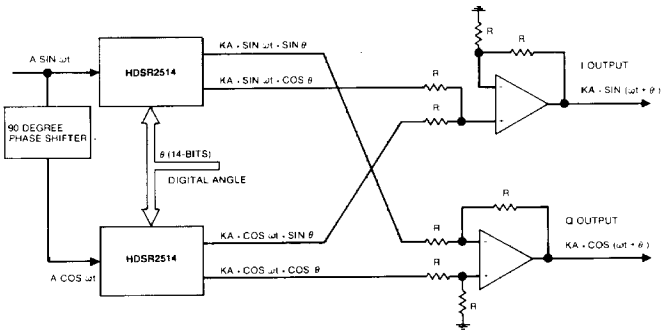

FIGURE 8 Precision Phase Shifter
Two HDSR2514s can be configured with external operational amplifiers to construct a precision digital phase shifter with in-phase (I) and quadrature (Q) outputs. Figure 8 shows the system to implement this function. If the digital angle θ is made to vary with time, modulation of the carrier signal can be accomplished. The I and Q outputs are phase-shifted replicas of the input carrier signal where the phase angle is the digital input angle, θ.
One interesting use for this phase shifter is in the frequency response testing of feedback control systems. The phase shift of the device under test can be measured on an oscilloscope by comparing the output from the system with the phase-shifted output from the circuit of figure 8. For each reading, the digital input (θ) is adjusted until the phase shift of the two signals are equal as seen on the oscilloscope. The digital angle (θ), then represents the system phase shift.